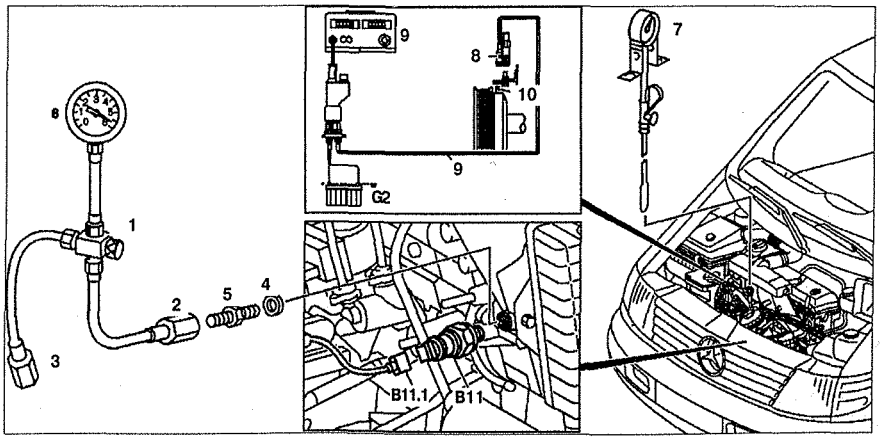

Рис. 4.47. Проверка давления масла:
1. Снимите датчик давления масла **B11** (см.рис.4.47).